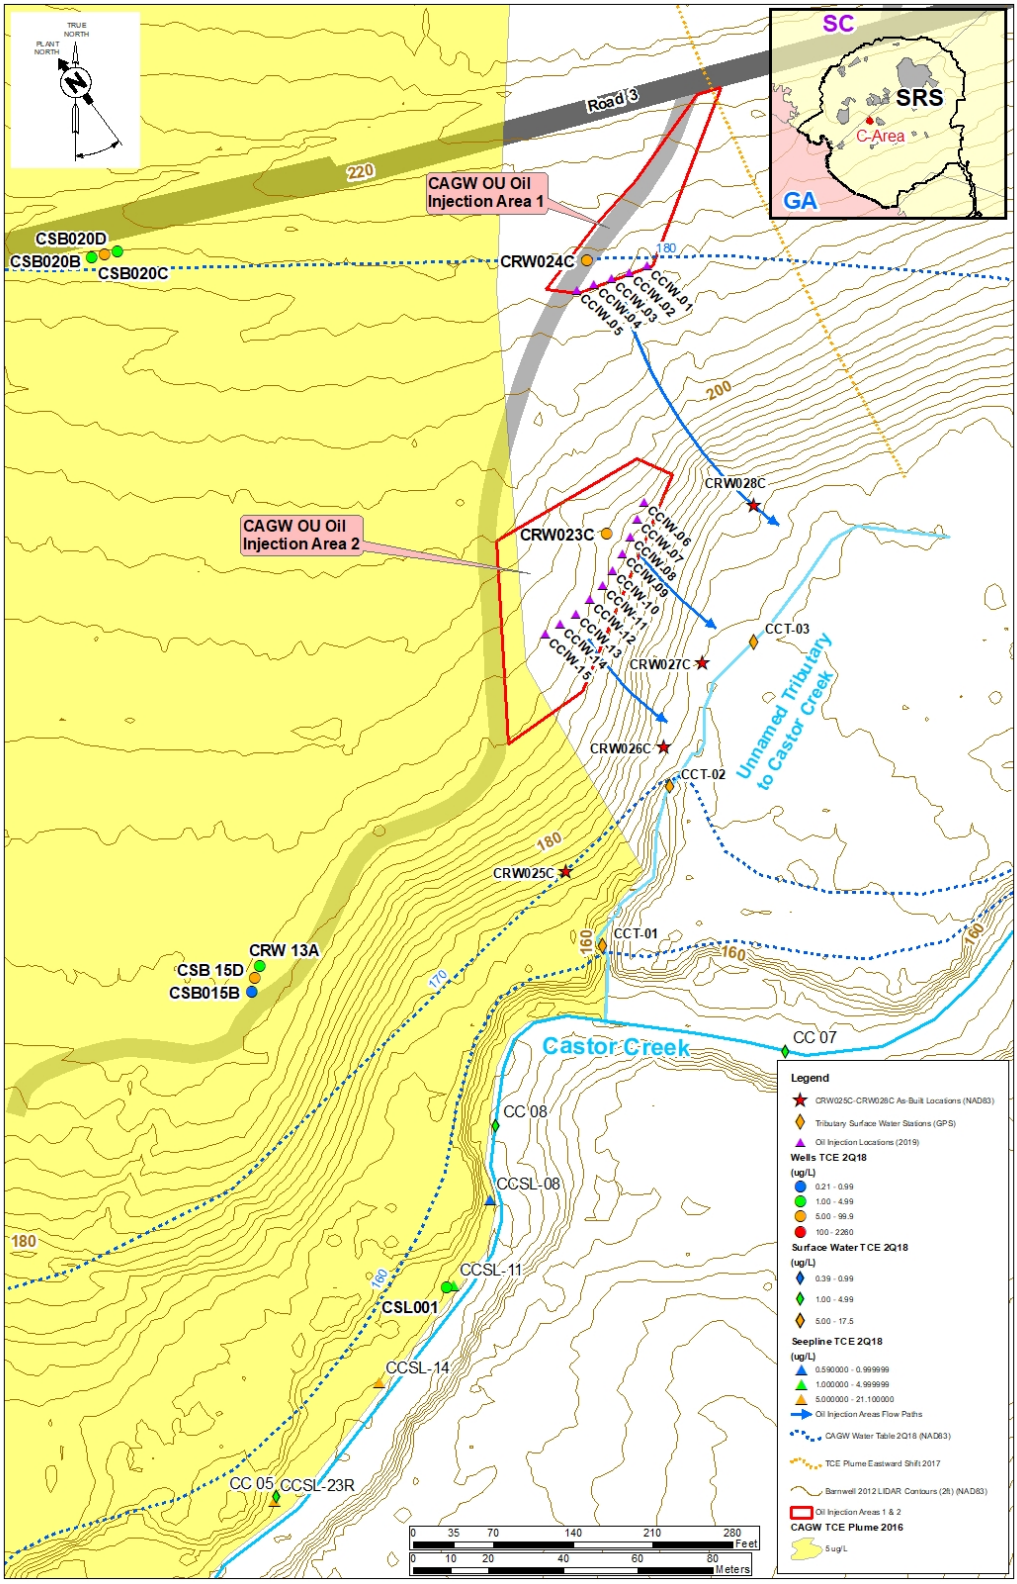

Figure 4. CAGW OU Pre-Removal Action Site Plan
a) Fifteen DPT injection points are planned to create two treatment barriers (Figure 4): five injection points ~19.7- to 22.7-m (64.5- to 74.5-ft) bgs in Oil Injection Area 1 and ten injection points ~10.2- to 13.3-m (33.5- to 43.5-ft) bgs in Oil Injection Area 2 to treat the distal portion of the groundwater plume.
To ensure the EOS emulsified oil and EOS CoBupHMg™ buffer did not exceed the specified temperature range, the totes and pails were stored in a shaded area of Oil Injection Area 2 (Figure 4). The air temperature was monitored daily and during the project time frame (July 10, 2019 to August 8, 2019) the minimum air temperature was 18.3°C (65°F) and the maximum air temperature was 37.2°C (99°F) (Appendix E). In addition, the temperature was measured for each batch of oil mixture and buffer. The highest temperature measured for the oil mixture was 35.3°C (95.5°F), and the highest temperature measured for the buffer was 34.4°C (93.9°F). Collectively, temperature data indicated the EOS emulsified oil and EOS CoBupHMg™ buffer did not exceed 37.8°C (100°F), the manufacturer's upper limit.
In support of this NTC RA, four downgradient groundwater monitoring wells (CRW025C, CRW026C, CRW027C, and CRW028C), one upgradient groundwater monitoring well in Injection Area 1 (CRW024C), and one upgradient groundwater monitoring well in Injection Area 2 (CRW023C) were installed in the CAGW OU for effectiveness monitoring (Figure 4). The NTC RA consisted of fifteen DPT injection points. Following each injection, a 5% bentonite grout slurry was used to abandon each DPT borehole to the surface using a tremie pipe system and in accordance with South Carolina regulations. Well records and soil boring installation reports are provided in Appendix D for the monitoring wells and DPT borings.